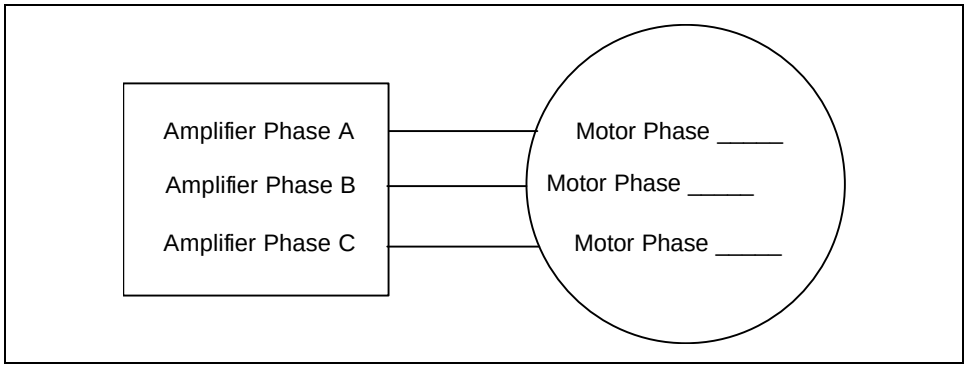

Figure 1: Phasing of Motor Windings
3. Based on the above waveform, place the letter corresponding to the high volt phase next to Amplifier phase C in Figure 1. (**See Example on page 3 for determination of high and low phases**.)
4. Place the letter corresponding to the low volt phase on the above waveform next to Amplifier phase A in Figure 1.
5. Place the letter corresponding to the remaining phase next to Amplifier phase B in Figure 1.
7. Compare the high volt phase indicated on the 0-1-0 waveform to the phase corresponding to Amplifier Phase A in Figure 1. If these do not match, switch the motor phases corresponding to Amplifier Phases A and C in Figure 1.
8. Connect the motor phase wires to your Advanced Motion Controls amplifier as indicated in Figure 1.
It can be seen in Figure 1 that for the hall state 1-0-0, V_{ab} is at its peak. Thus, phase 'a' is High, and phase 'b' is low. Place Motor Phase 'b' next to Amplifier phase A, and Motor Phase 'a' next to amplifier phase C. The remaining phase, Motor Phase 'c' is placed next to Amplifier Phase B.